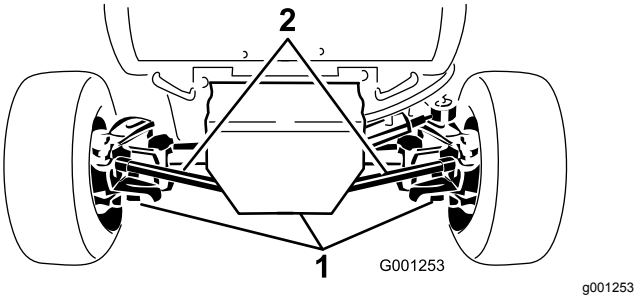

**Figur 59**
2. Rengør områderne omkring de tre drænpropper (Figur 59).